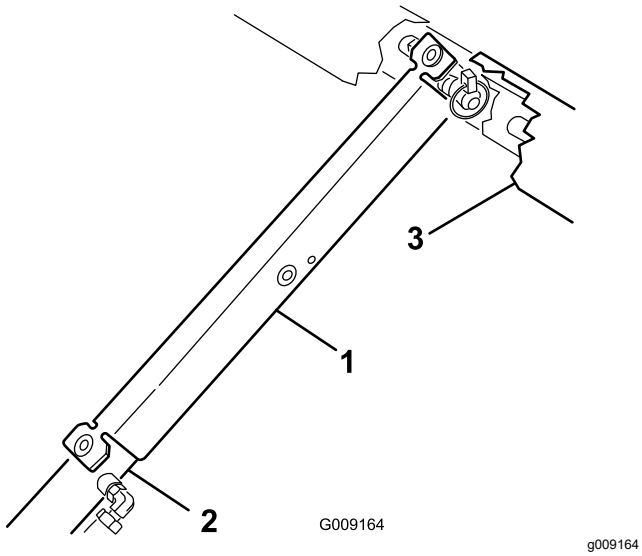

Figur 22
3. Tryck fast flakstödet på cylinderstaven och kontrollera att stödets ändar vilar på cylindertrummans ände och cylinderstavens ände (Figur 22).